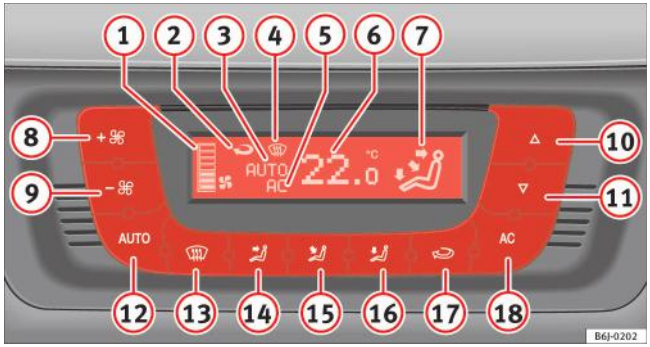

Fig. 91 Comenzile sistemului Climatronic de pe planşa de bord
– Apăsați tastele (10) şi (11) ⇒ fig. 91 pentru reglarea temperaturii.
(1) Indicator turație aerotermă.
(2) Afişajul pentru recircularea aerului:
(3) Afişajul **AUTO** (funcționare automată)
(4) Indicatorul pentru dezaburire
(5) Indicatorul AC (sistemul de răcire conectat)
(6) Indicatorul de temperatură selectată în habitaclu
(7) Indicatorul de direcție a fluxului de aer
(8) Creşterea turației ventilatorului
(9) Reducerea turației ventilatorului
– Apăsați butonul AUTO. Va apărea indicația ⇒ pagina 129, fig. 91 (7).
– Apăsați tastele (10) şi (11) ⇒ pagina 129, fig. 91 pentru reglarea temperaturii dorite în habitaclu. Vă recomandăm să reglați temperatura la 22°C (72°F).
– Apăsați unul dintre butoanele de la ⇒ pagina 129, fig. 91 (14) la (16) sau apăsați butoanele (8) şi (9), pentru controlul aerotermei. Indicatorul se stinge (3).
Aeroterma poate fi reglată prin intermediul butoanelor (8) şi (9) ⇒ pagina 129, fig. 91. În cazul în care este dezactivată aeroterma (nu este afişat nivelul (1)) şi se menține apăsat butonul (9), sistemul Climatronic se dezactivează. Pe ecran apare afişajul **OFF** (dezactivat).
– Apăsați butonul pentru activarea sau dezactivarea recirculării aerului. Acest mod este activat dacă simbolul ⇒ pagina 129, fig. 91 este afişat pe ecran.